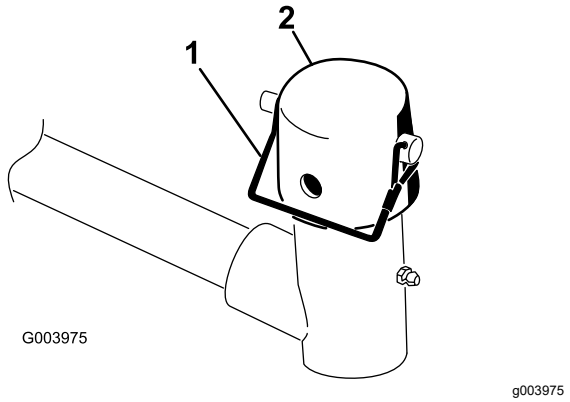

Figur 6
8. Demontera låsstiftet och locket på lyftarmens svängok (Figur 6).